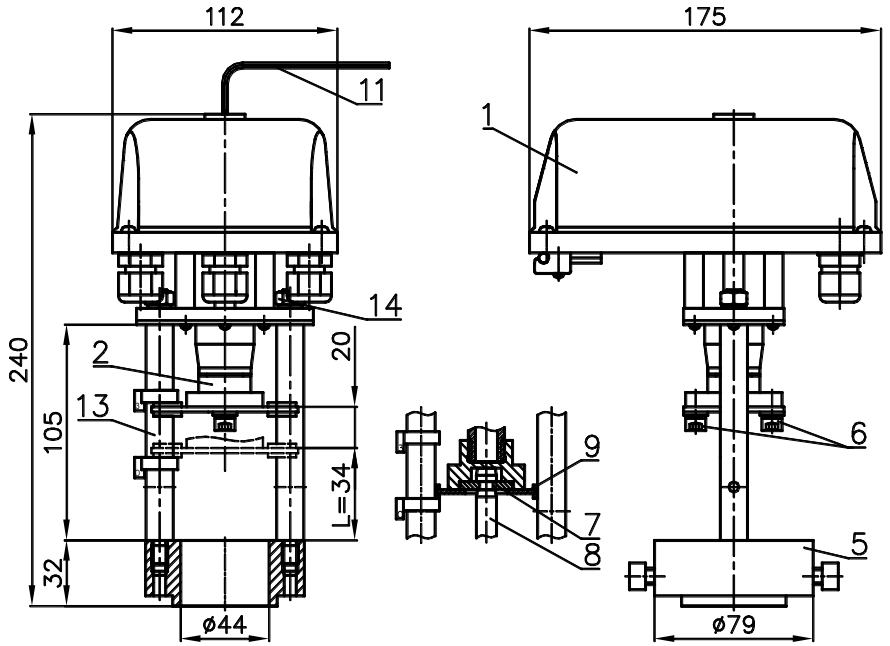

Рисунок 1 - ВЭП-128М
- электропривод (рисунок 1 – позиция1);
- винтовая передача (рисунок 1 – позиция 2).